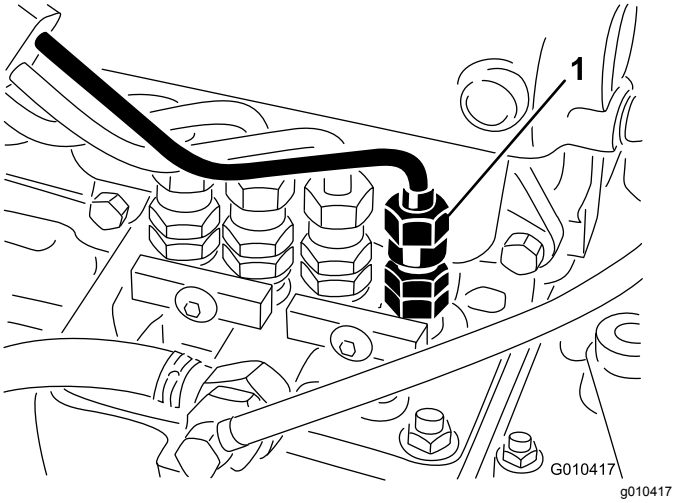

Rysunek 36
1. Poluzuj połączenie rurki z dyszą wtryskiwacza numer 1 i zespołem uchwytu przy pompie wtryskowej (Rysunek 36).